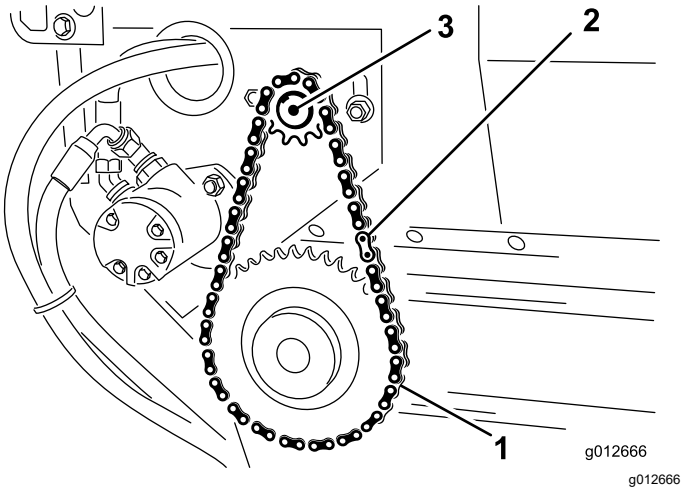

Figur 38
1. Montera kedjan på det lilla drevet och fäst kedjan med huvudlänken (Figur 38).